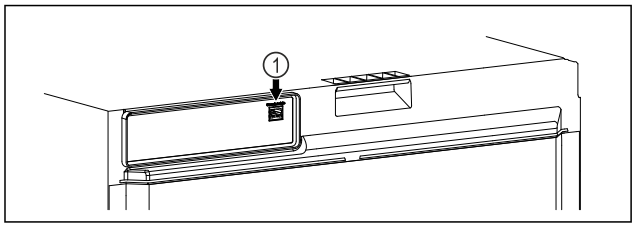

Fig. 91
❑ SmartModule *Fig. 91 (1)* este instalat.